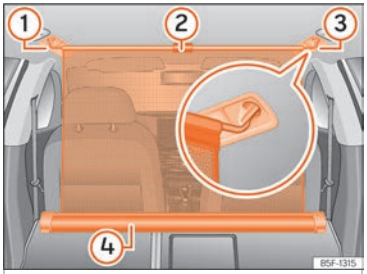

Fig. 141 Dans le coffre à bagages : filet de séparation attaché avec le dossier de la banquette arrière rabattu.
- Tirez la languette ››› fig. 141 ② vers le haut pour sortir le filet de la structure ››› fig. 141 ④.
- Attachez le filet de séparation au côté droit ou gauche››› fig. 141 ③ (image élargie).
- Attachez le filet de séparation dans le logement de l'autre côté ››› fig. 141 ① en étirant la tringle.
Le filet de séparation est monté correctement lorsque les extrémités en forme de T sont fermement attachées dans les logements correspondants ››› fig. 141 ③ et ①.
- Enroulez le filet dans la structure ››› fig. 141 ④ en la déposant manuellement.